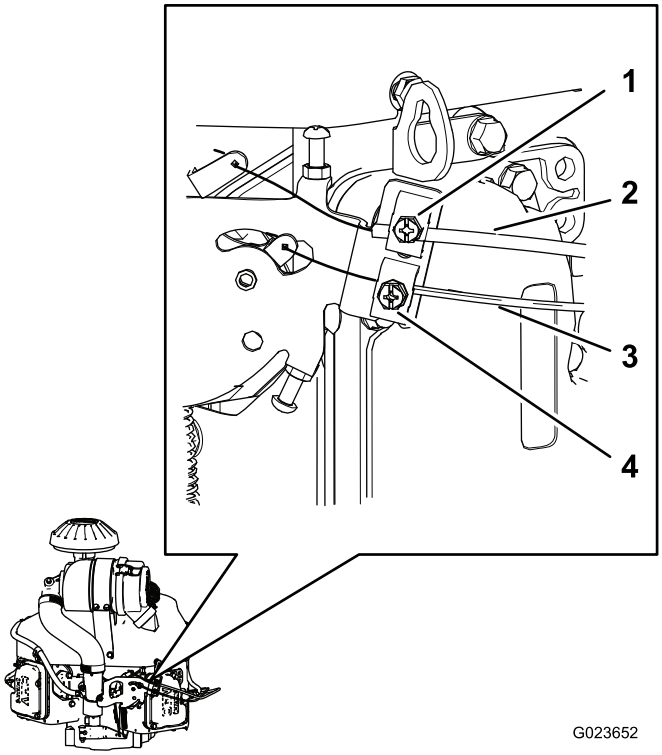

Figur 66
1. Lossa klämskruven som fäster gasvajerns hölje vid motorn (Figur 66).
3. Dra upp gasvajerns hölje (Figur 66) tills gasvajern är nästan helt spänd och dra åt klämskruven.
1. Lossa klämskruven som fäster chokevajerns hölje vid motorn (Figur 66).
4. Dra upp chokevajerns hölje (Figur 66) tills chokevajern är nästan helt spänd och dra åt klämskruven.